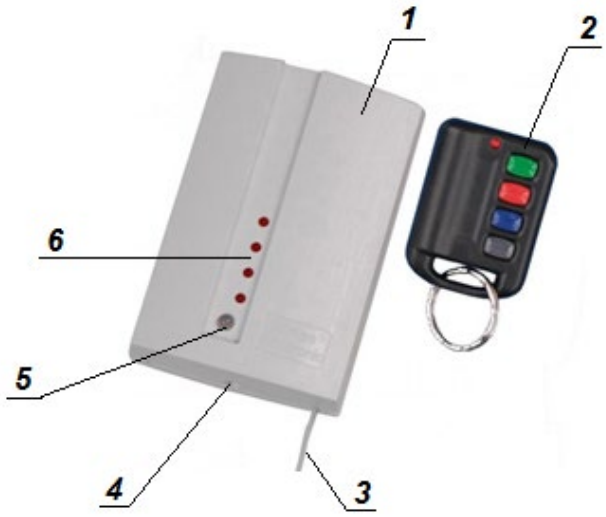

Рисунок 1. Внешний вид CH-4-HS
Изделие состоит из радиоприемника с внешним питанием 12 В пост. тока и передатчика, выполненного в виде миниатюрного брелока с четырьмя кнопками и питающегося от встроенной батареи GP23A-12B (см. рис. 1).
1. Снимите лицевую панель приемника (1). Предварительно наполовину открутите установочный винт (4), см. рис. 1.